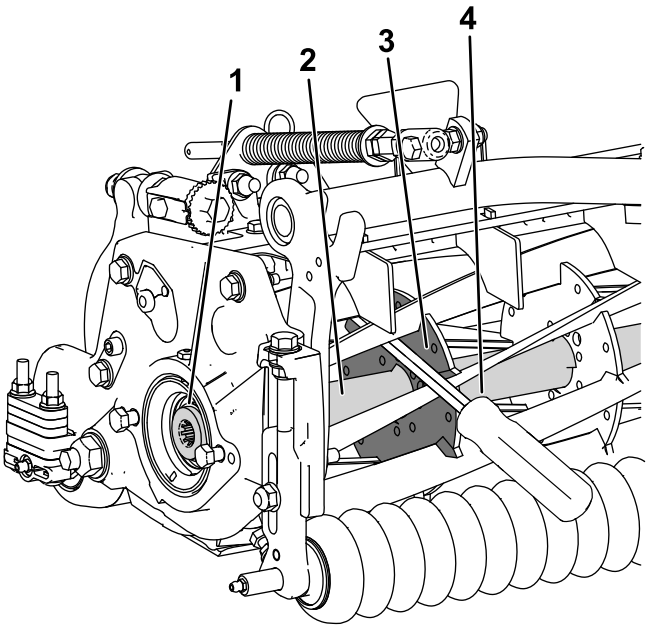

Figuur 29
1. Steek een rolkoevoet met lange steel (⅜" x 12" met schroevendraaierhandgreep wordt aanbevolen) door de voorkant van de messenkooi, het dichtst bij de zijde van de maai-eenheid die u gaat vastdraaien (Figuur 29).
2. Plaats het breekijzer tegen de gelaste zijde van de interne versterking van de messenkooi (Figuur 29).